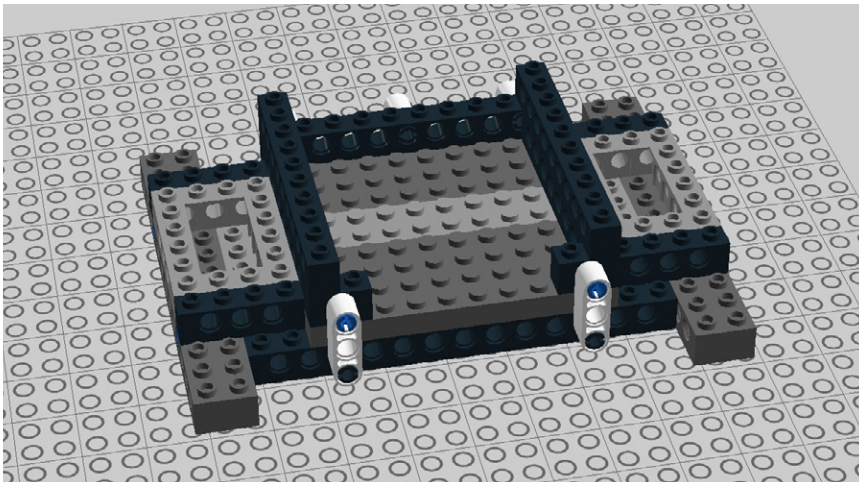

Figure 5-24. *Step 17: The base is done*
17. Voila, the base is done! It should look like Figure 5-24.